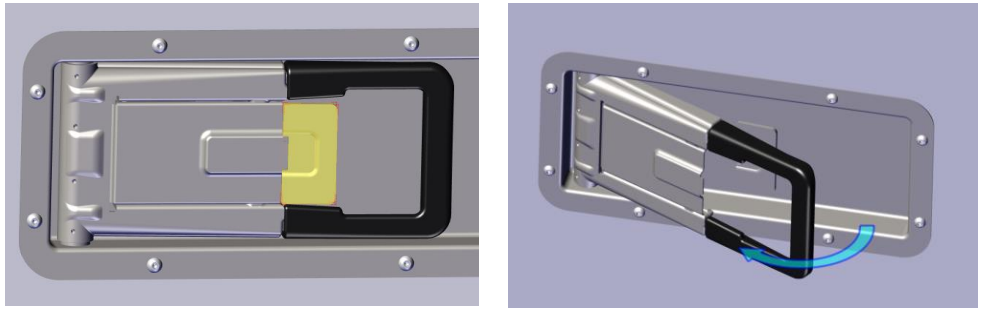

Figure 14 - Door handle opening.
1. Press the button on the door (Figure 14 marked yellow in left figure);
2. Pull the handle (Figure 14 marked in black on both figures);